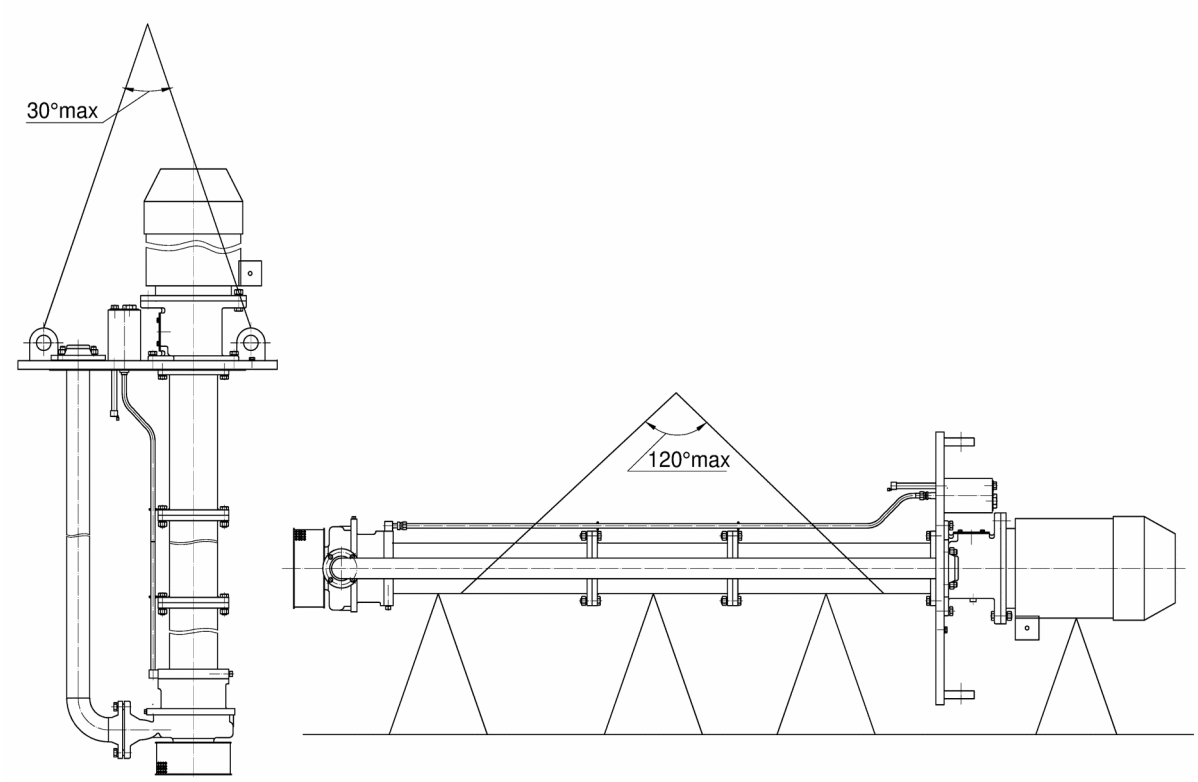

Рисунок 12.2 — Схема строповки агрегата
12.3 При погрузке, разгрузке агрегата, а также монтаже использовать схему строповки согласно рис.12.2.